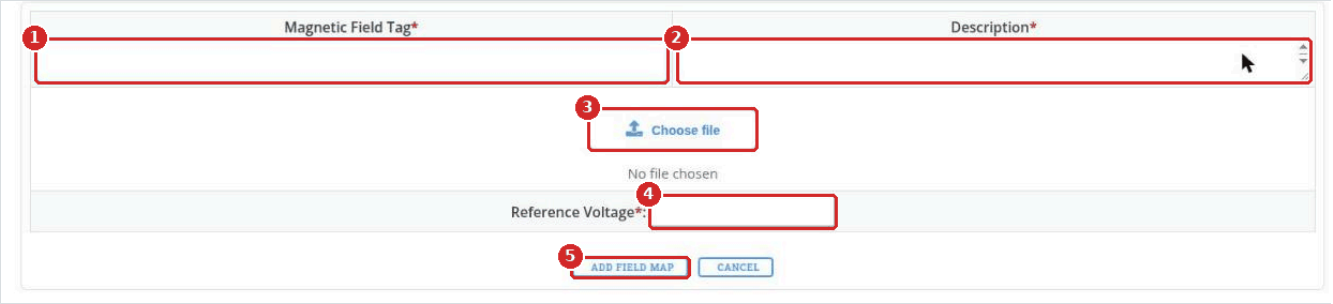

Figure 17. The CREATE NEW FIELD MAP form
2. Fill in the form (Figure 17):
- **Magnetic Field Tag** (1), e.g. `FieldMap_1900_extrap_noPed_v2`.
- **Description** (2): the magnet, the measurement or the extrapolation used.
- **Choose file** (3): the ROOT file with the map.
- **Reference Voltage** (4): the voltage at which the map was measured, e.g. `112`. BmnRoot scales the map by the run's field voltage divided by this value, so a wrong value gives a wrong field in every